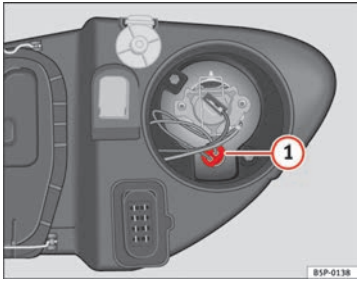

Abb. 195 Standlicht
– Den Lampenträger ⇒ Abb. 195 (1) herausnehmen.